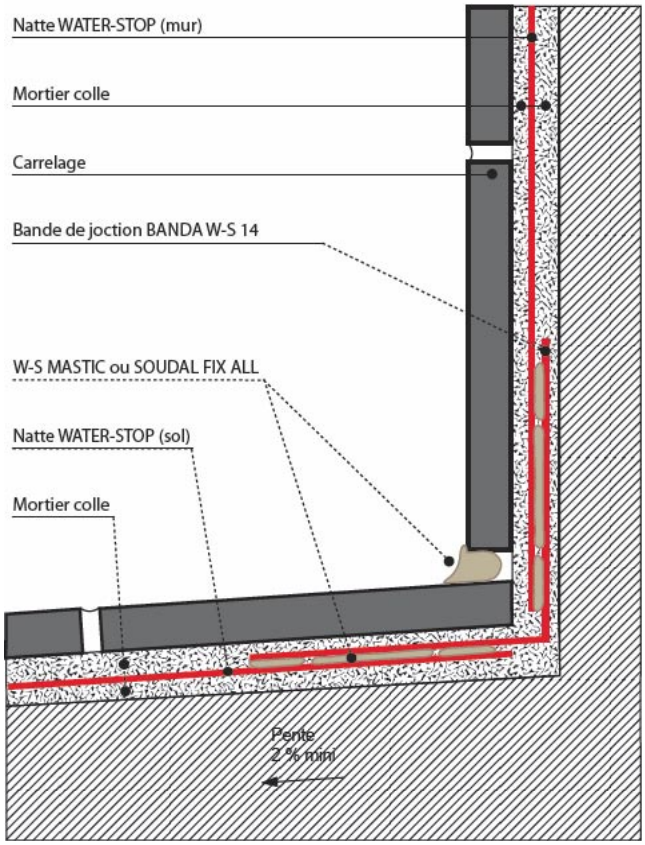

Figure 4 – Finition des relevés sol-mur (Cas A : avec profilé spécifique ; Cas B : sans profilé)
4.331 Raccordements sol-mur (figure 4)